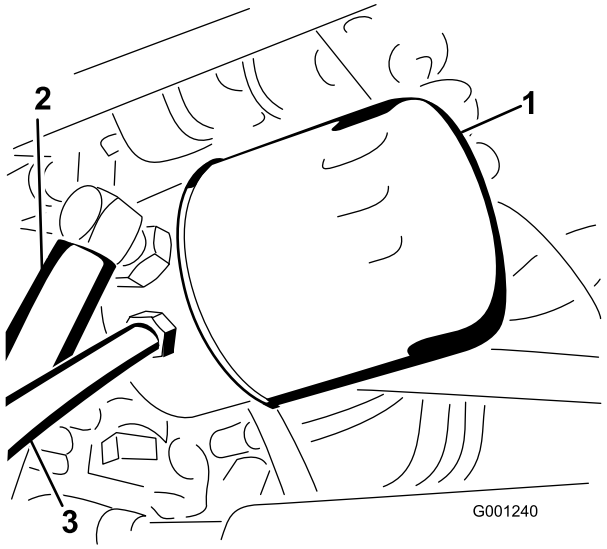

Figur 70
4. Rengjør rundt det hydrauliske oljefilteret, og fjern filteret (Figur 70).